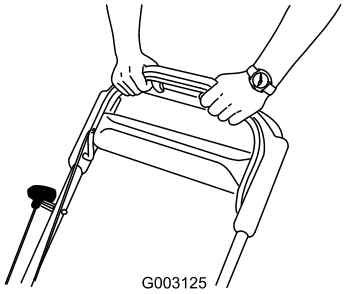

Figura 17
3. Sujete la barra de control de la cuchilla contra el manillar (Figura 17).